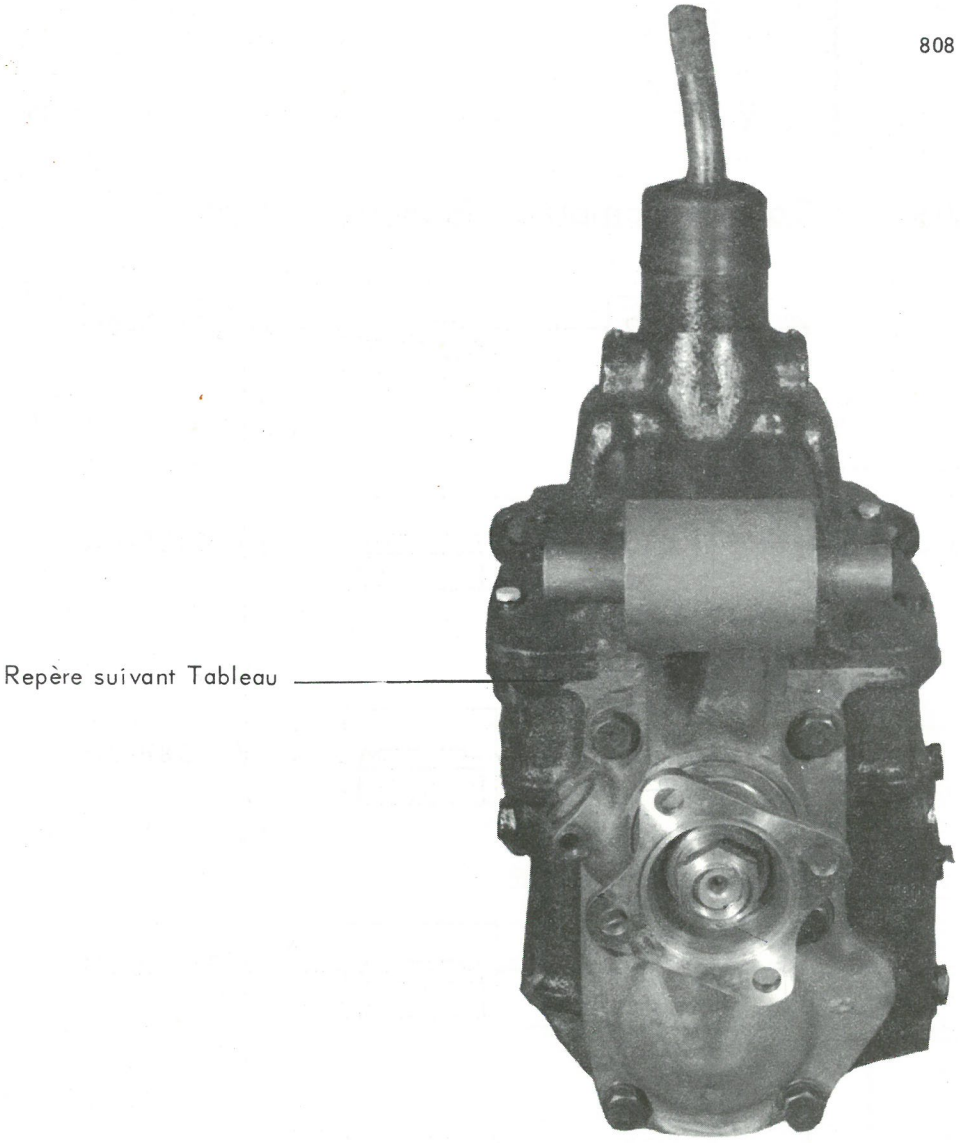

Figure 2 : Repère d'identification de boîte
(2) Le repère d'identification des boîtes de vitesses est frappé sur la face arrière voir Figure 2